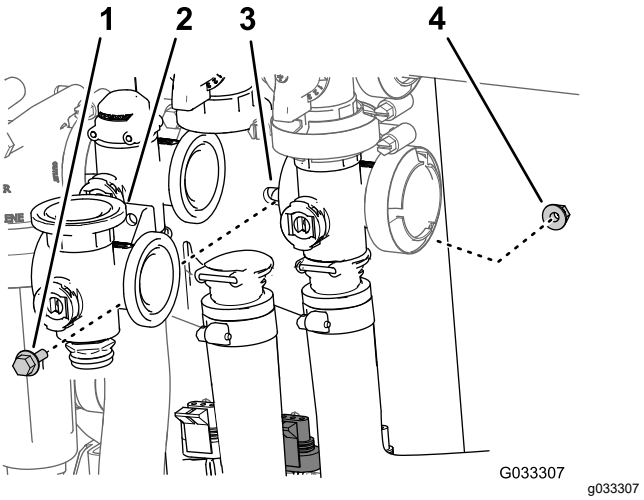

Figur 71
3. Ta bort flänsskruven och flänslåsmuttern som håller fast omrörningsventilen vid ventilfästet, och avlägsna sedan ventilgrenröret från maskinen (Figur 71).